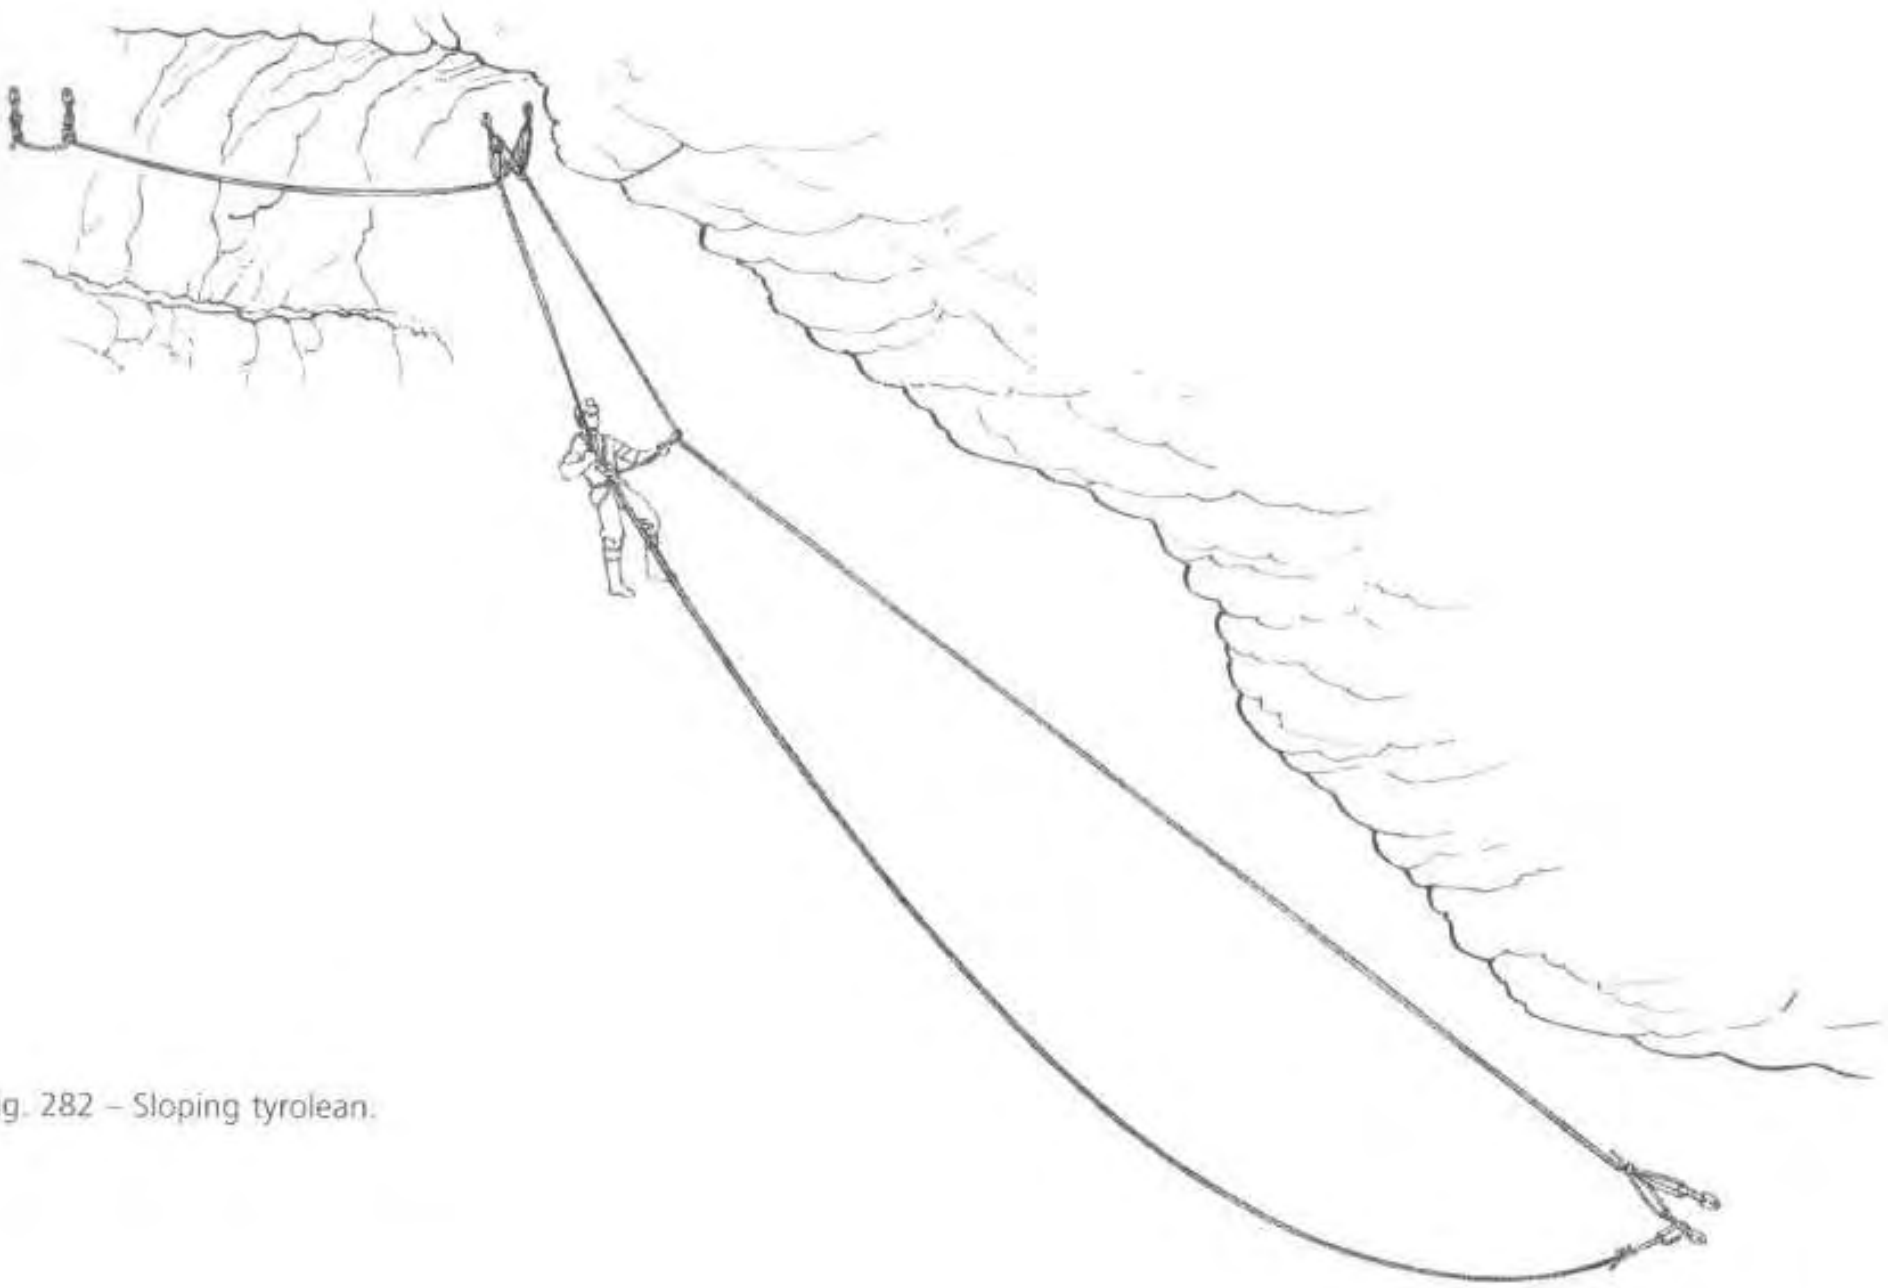

Fig. 282 – Sloping tyrolean.
- If the pendulum is extremely wide and must be carried out over an open drop, you will need to rig a sloping tyrolean. On rappel, you can very easily reach your target by rappelling on the slack line, with your cowstail clipped into the tyrolean (fig. 282).